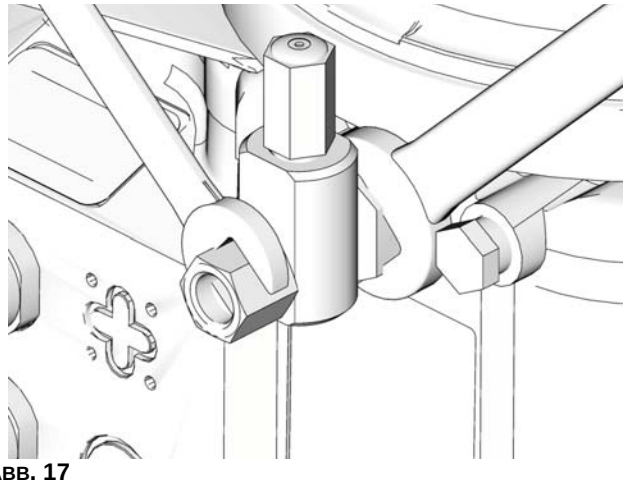

ABB. 17
1. Lösen Sie die Verschraubung vom Pumpenelement (ABB. 17).
3. Ziehen Sie die Pumpenelementverschraubung mit zwei gekonterten Maulschlüsseln an (ABB. 17).